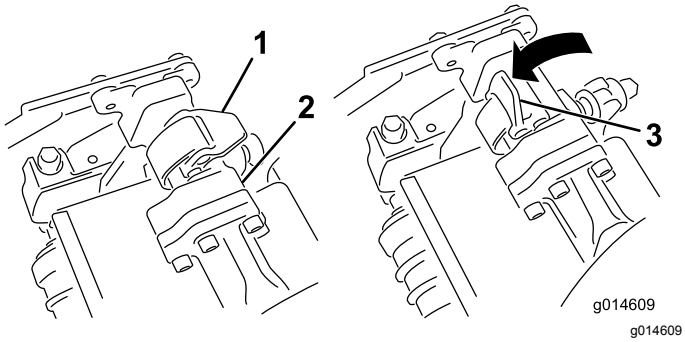
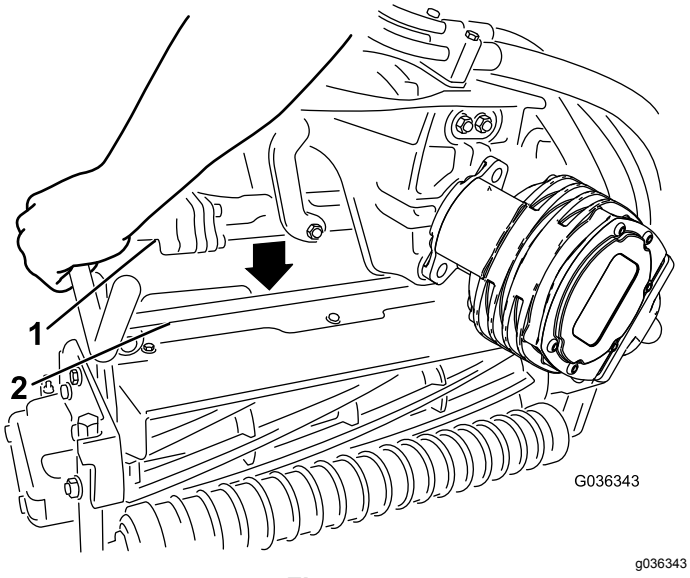

Figur 53
Figur 54
4. Låt spärrarna på upphängningsarmstången peka uppåt (dvs. de ska vara öppna) (Figur 53) och tryck upphängningsarmen nedåt så att stången passar över stången över ovansidan av klippenheten (Figur 54).
5. Fäll spärrarna nedåt och runt klippenhetsstången och lås dem på plats (Figur 53).
5. Öppna spärrarna på upphängningsarmstången på den klippenhet som du tar bort (Figur 53).